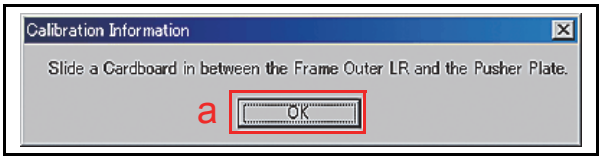

Figure 6-39 Calibration Information Screen 2
Once the three (3) Sensor Calibration Procedures are complete, the "**Calibration Information**" Screen shown in See Figure 6-39 will re-appear.
12. Mouse-click on the "OK" Screen Button (Review Figure 6-39 a) to begin the following four (4) Sensor Calibration Procedures: